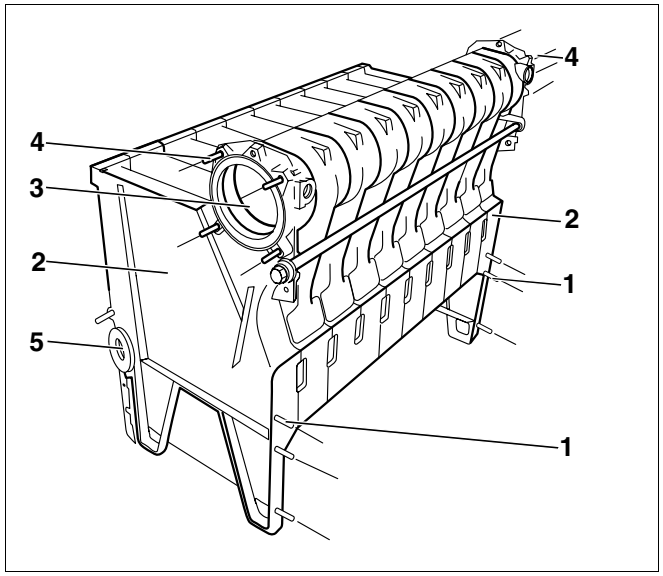

Afb. 21 Stiftbouten monteren
- Draai telkens vier stiftbouten (afb. 21, **pos. 4**) in de draadboringen om de bovenste ketelnaaf (afb. 21, **pos. 3**) links en rechts.
- Draai telkens drie stiftbouten (afb. 21, **pos. 1**) op de voorzijde in de eindelementen (afb. 21, **pos. 2**) links en rechts.
De onderste ketelnaven aan de eindelementen (afb. 21, **pos. 2**) van het ketelblok moeten met de bijgeleverde stop afgesloten worden.
- Sluit met de blindstop 1¾" de achterste onderste ketelnaaf (afb. 21, **pos. 5**) af. Bij het 2e ketelblok wordt een stop (1¾" x 1"), met aansluitmogelijkheid voor een leiding naar het expansievat, ingeschroefd.